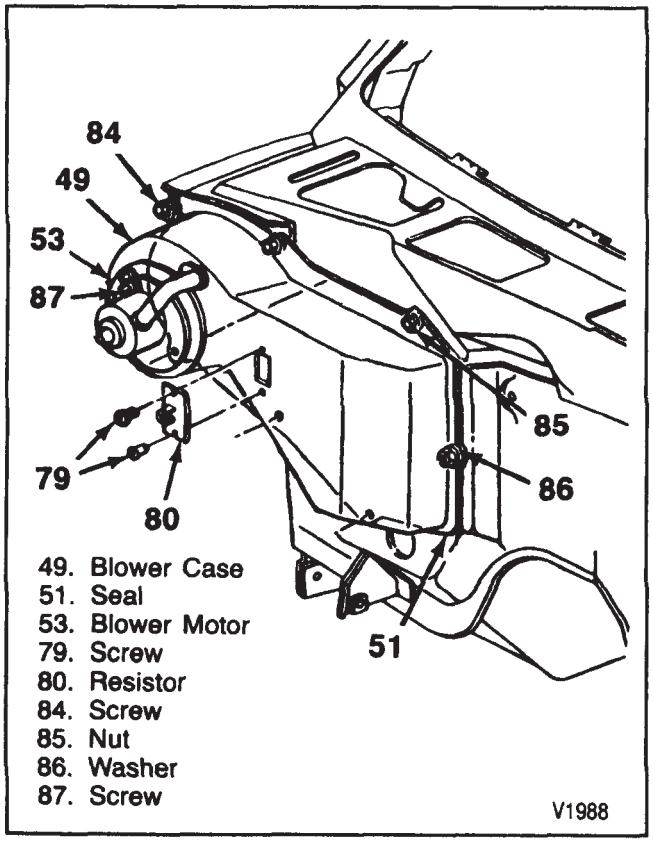

Figure 12—Blower Motor Case Assembly
2. Blower motor flange screws (87) (figure 12).
4. Blower motor flange screws (87) (figure 12).
1. Electrical connection (78) from resistor (80).
2. Screws (79) (figure 12).
3. Resistor (80) from blower case (49).